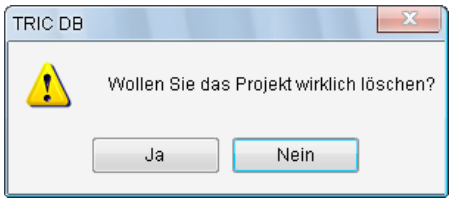

Bild 17.25 – Teilprojekt vom Arbeitsrechner entfernen
- Da ein zurückgegebenes Projekt nicht weiter bearbeitet werden kann, erfolgt nun automatisch die Anfrage, ob das Projekt gelöscht werden soll. Bejahen Sie diese (Abb. 17.25).